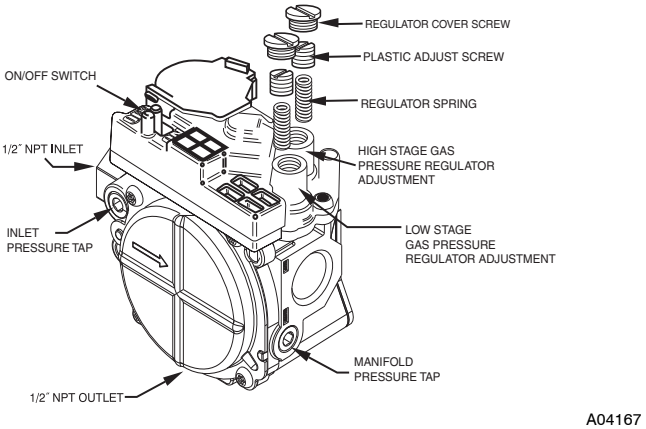

Fig. 20 - Redundant Automatic Gas Control Valve
2. Adjust manifold pressure to obtain low stage input rate (See Fig. 20).
e. Remove regulator adjustment cap from low stage gas valve pressure regulator (See Fig. 20) and turn low-stage adjusting screw (3/16 or smaller flat-tipped screwdriver) counterclockwise (out) to decrease rate and clockwise (in) to increase input rate.
5. Adjust manifold pressure to obtain high stage input rate (See Fig. 20).
b. Remove regulator adjustment cap from high stage gas valve pressure regulator (See Fig. 20) and turn high-stage adjusting screw (3/16 or smaller flat-tipped screwdriver) counterclockwise (out) to decrease rate and clockwise (in) to increase input rate.